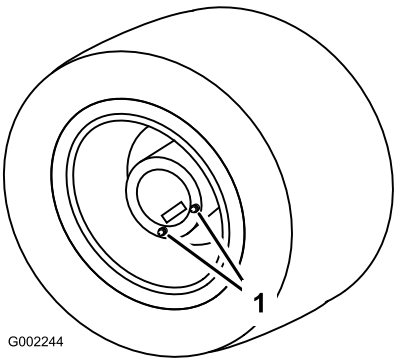

Figur 46
1. Parker sprøjten på en plan flade med baghjulene placeret til aftapning som vist i figur Figur 46.
3. Anbring en bakke under aftapningspropperne, og fjern dem fra hjulet (Figur 46).